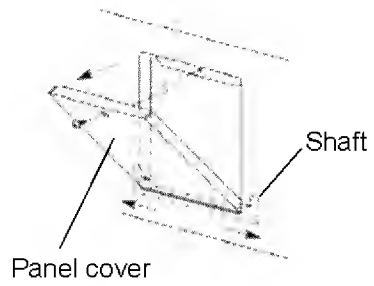

Fig. 8
2. Unscrew the screw fixing the panel cover at the space for automatic temperature recorder and open the panel cover. [Fig. 8]